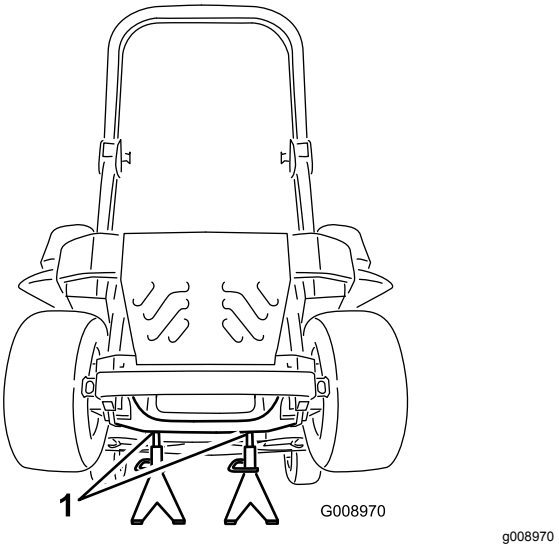

Figuur 90
3. Breng de machine omhoog en ondersteun de machine met assteunen (Figuur 90).
9. Verwijder de assteunen en breng de machine omlaag (Figuur 90).